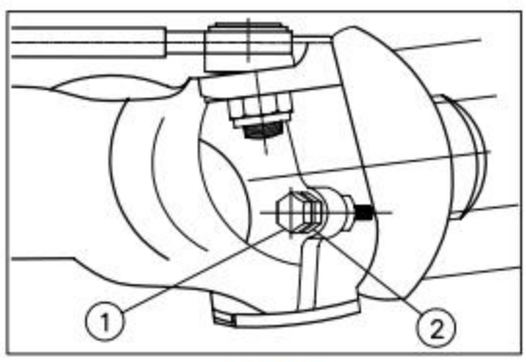

Fig. 4.27
Vinklen ændres ved at justere stopskruen (1) (Fig.4.27) på akslens slutdrev og låsekontrolmøtrik (2).